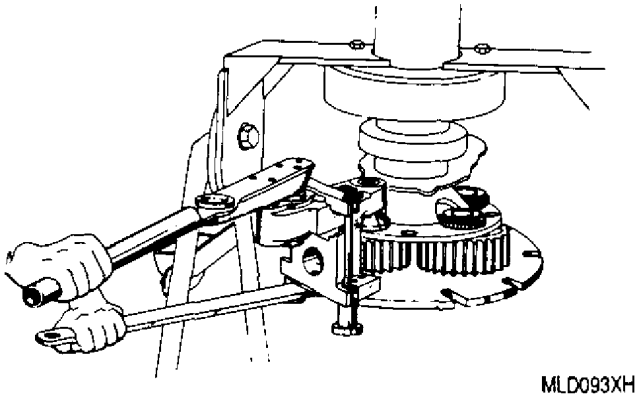

Figure 22. Torquing Planet Gear Front Splined Nut
(4) Gradually torque planet front splined nuts in a 1−3−5−2−4 sequence to 1450−1500 lb. ft. (left hand thread) (figure 22). (QA)
(5) Remove hold down clamp, Powerwrench, spanner nut wrench, holder, and pivot adapter.